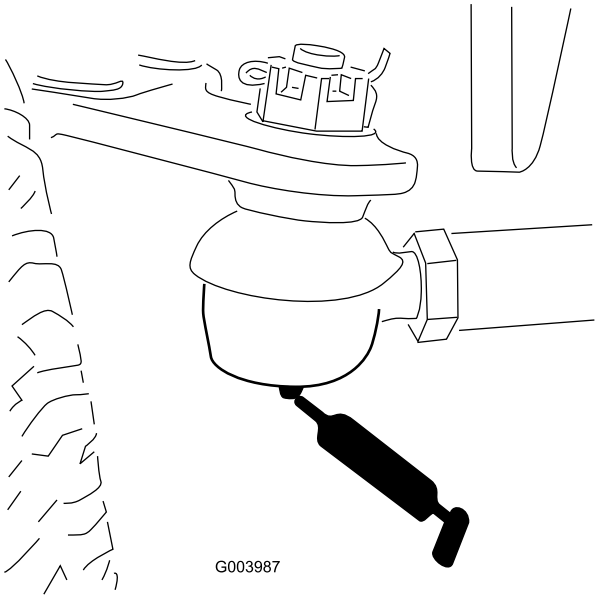

**Figur 68**
- Bakaxelns dragstång (2) (Figur 68)